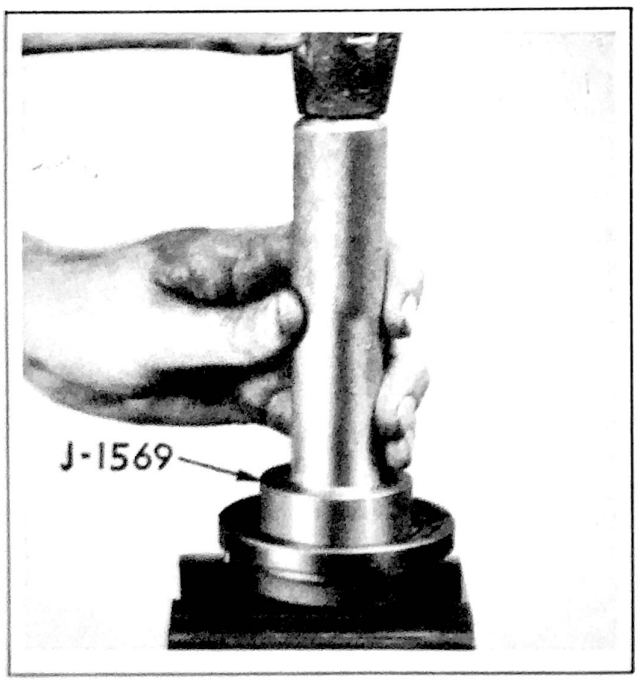

Figure 231 - Replacing Main Drive Gear Oil Seal Using Tool J-1569
32. Reverse position of retainer in vise. Install new oil seal and press into place with Replacer J 1569. See Fig. 231.
33. Place new gasket (17) on main drive gear bearing retainer and install retainer in clutch housing, matching retainer locating pin (16) with hole in clutch housing.